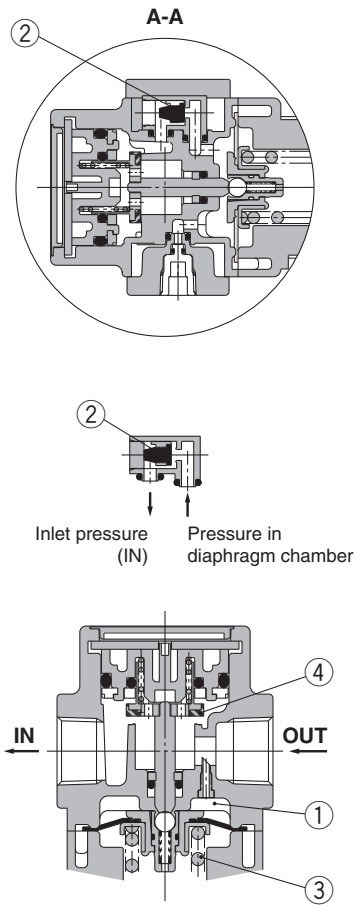

Figure 2 Backflow
When the inlet pressure is shut off and released, the check valve ② opens and the pressure in the diaphragm chamber ① is released into the inlet side (Figure 2). This lowers the pressure in the diaphragm chamber ① and the force generated by the spring ③ lifts the diaphragm. The valve ④ opens through the stem, and the outlet pressure is released to the inlet side (Figure 2).